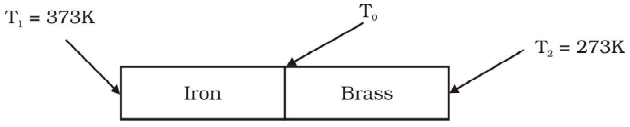

Fig 11.16
▶ ***Example 11.7*** An iron bar ($L_1 = 0.1$ m, $A_1 = 0.02$ m^2, $K_1 = 79$ W m^{-1} K^{-1}) and a brass bar ($L_2 = 0.1$ m, $A_2 = 0.02$ m^2, $K_2 = 109$ W m^{-1}K^{-1}) are soldered end to end as shown in Fig. 11.16. The free ends of the iron bar and brass bar are maintained at 373 K and 273 K respectively. Obtain expressions for and hence compute (i) the temperature of the junction of the two bars, (ii) the equivalent thermal conductivity of the compound bar, and (iii) the heat current through the compound bar.